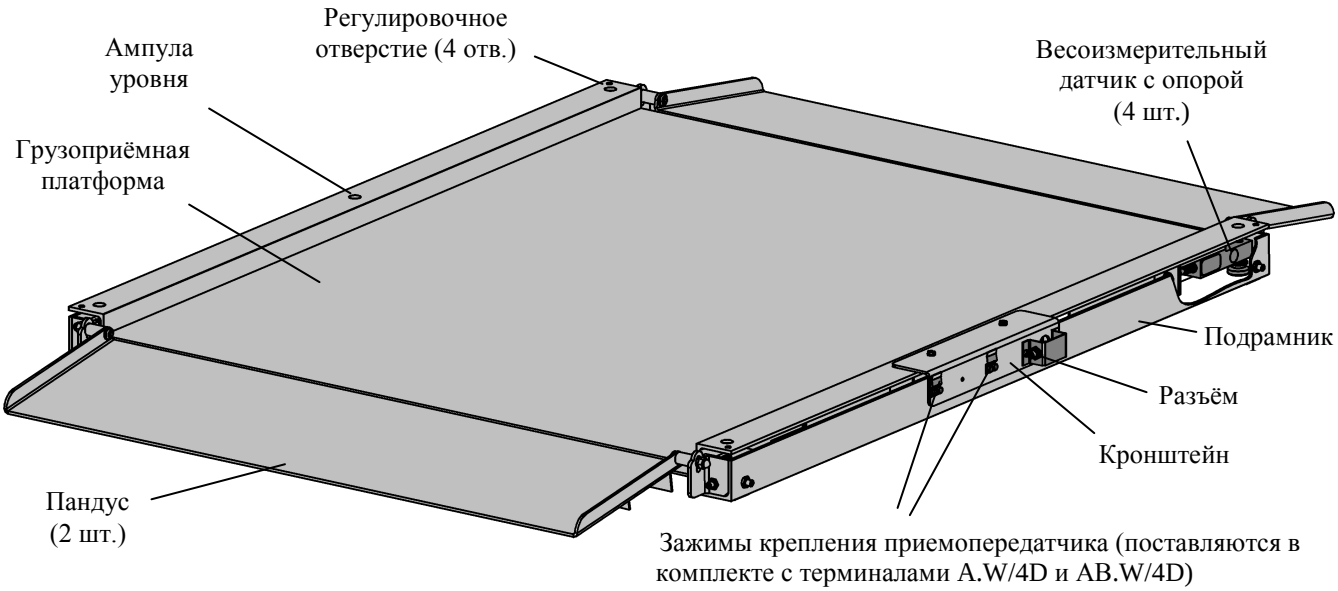

Рис. 4.1- Модуль взвешивающий 4D-LA_
4.1 Модуль состоит из рамы, на которой установлены четыре цифровых весоизмерительных датчика с опорами, грузоприёмной платформы и подрамника с двумя откидывающимися пандусами (Рис. 4.1).